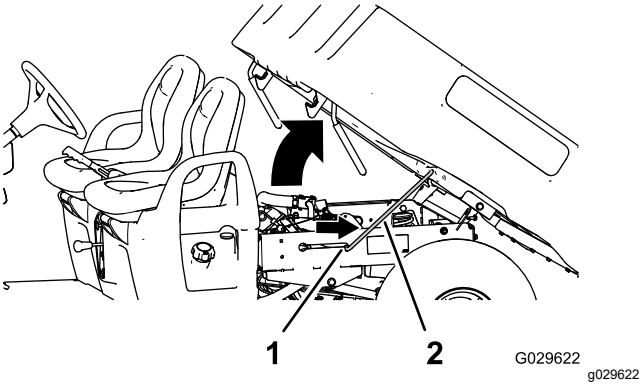

Figur 2
5. Säkra flaket genom att skjuta in stöttan i skåran (Figur 2).